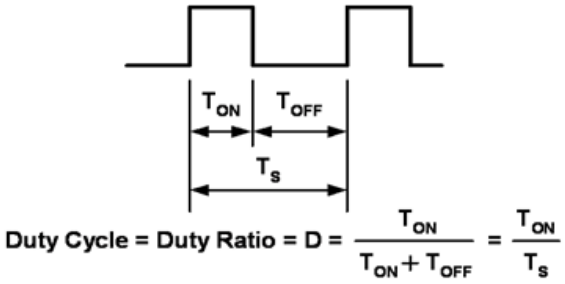

Figure 12.
The method of pulsing the current through the LEDs is known as Pulse Width Modulation (PWM) and has become the preferred method of changing the light level. LEDs being a silicon device, turn on and off rapidly in response to the current through them being turned on and off. The switching time is in the order of 100 nanoseconds, this equates to a maximum frequency of 10 MHz, and applications will typically operate from a 100 Hz to 100 kHz. Below 100 Hz the human eye will detect a flicker from the light emitted from the LEDs. Between 500 Hz and 20 kHz the circuit may generate audible sound. Dimming is achieved by turning the LEDs on and off for a portion of a single cycle. This on/off cycle is called the Duty cycle (D) and is expressed by the amount of time the LEDs are on (Ton) divided by the total time of an on/off cycle (Ts) (Figure 12).